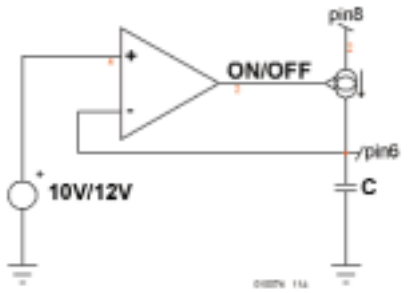

Figuur 1a. Principe van een dynamisch geregelde stroombron die het IC van een constante stroom voorziet.
2. In acculaad-toepassingen kan het voorkomen dat een volledig ontladen accu een spanning heeft van bijna nul. In dat geval verdwijnt de hulpspanning die in flyback-mode met de uitgang was verbonden. De regelaar krijgt te weinig voeding en kan zijn taak niet meer vervullen. Om al deze nadelen definitief uit de wereld te helpen maakt de NCP1200 gebruik van een dynamische voeding die zijn energie aan de hoogspanningslijn onttrekt. Het grootste verschil met een startweerstand ligt in het vermogen om de energiebron al naar gelang de behoefte van de regelaar te kunnen stoppen en weer starten. Aangezien de regelaar weinig gebruikt (circa 1,2 mA), blijft het verspilde vermogen binnen redelijke grenzen en kan er makkelijk aan de eisen van de IEA worden voldaan. In **figuur 1a** en **1b** wordt gedetailleerd ingegaan op de werking hiervan: Zoals figuur 1a laat zien, voedt de stroombron niet alleen de regelaarschakeling maar heeft deze ook als taak om condensator C te laden. Door de opzet van de schakeling regelt de stroombron zichzelf bij en blijft aan de NCP1200 pulsen van 4 mA met een